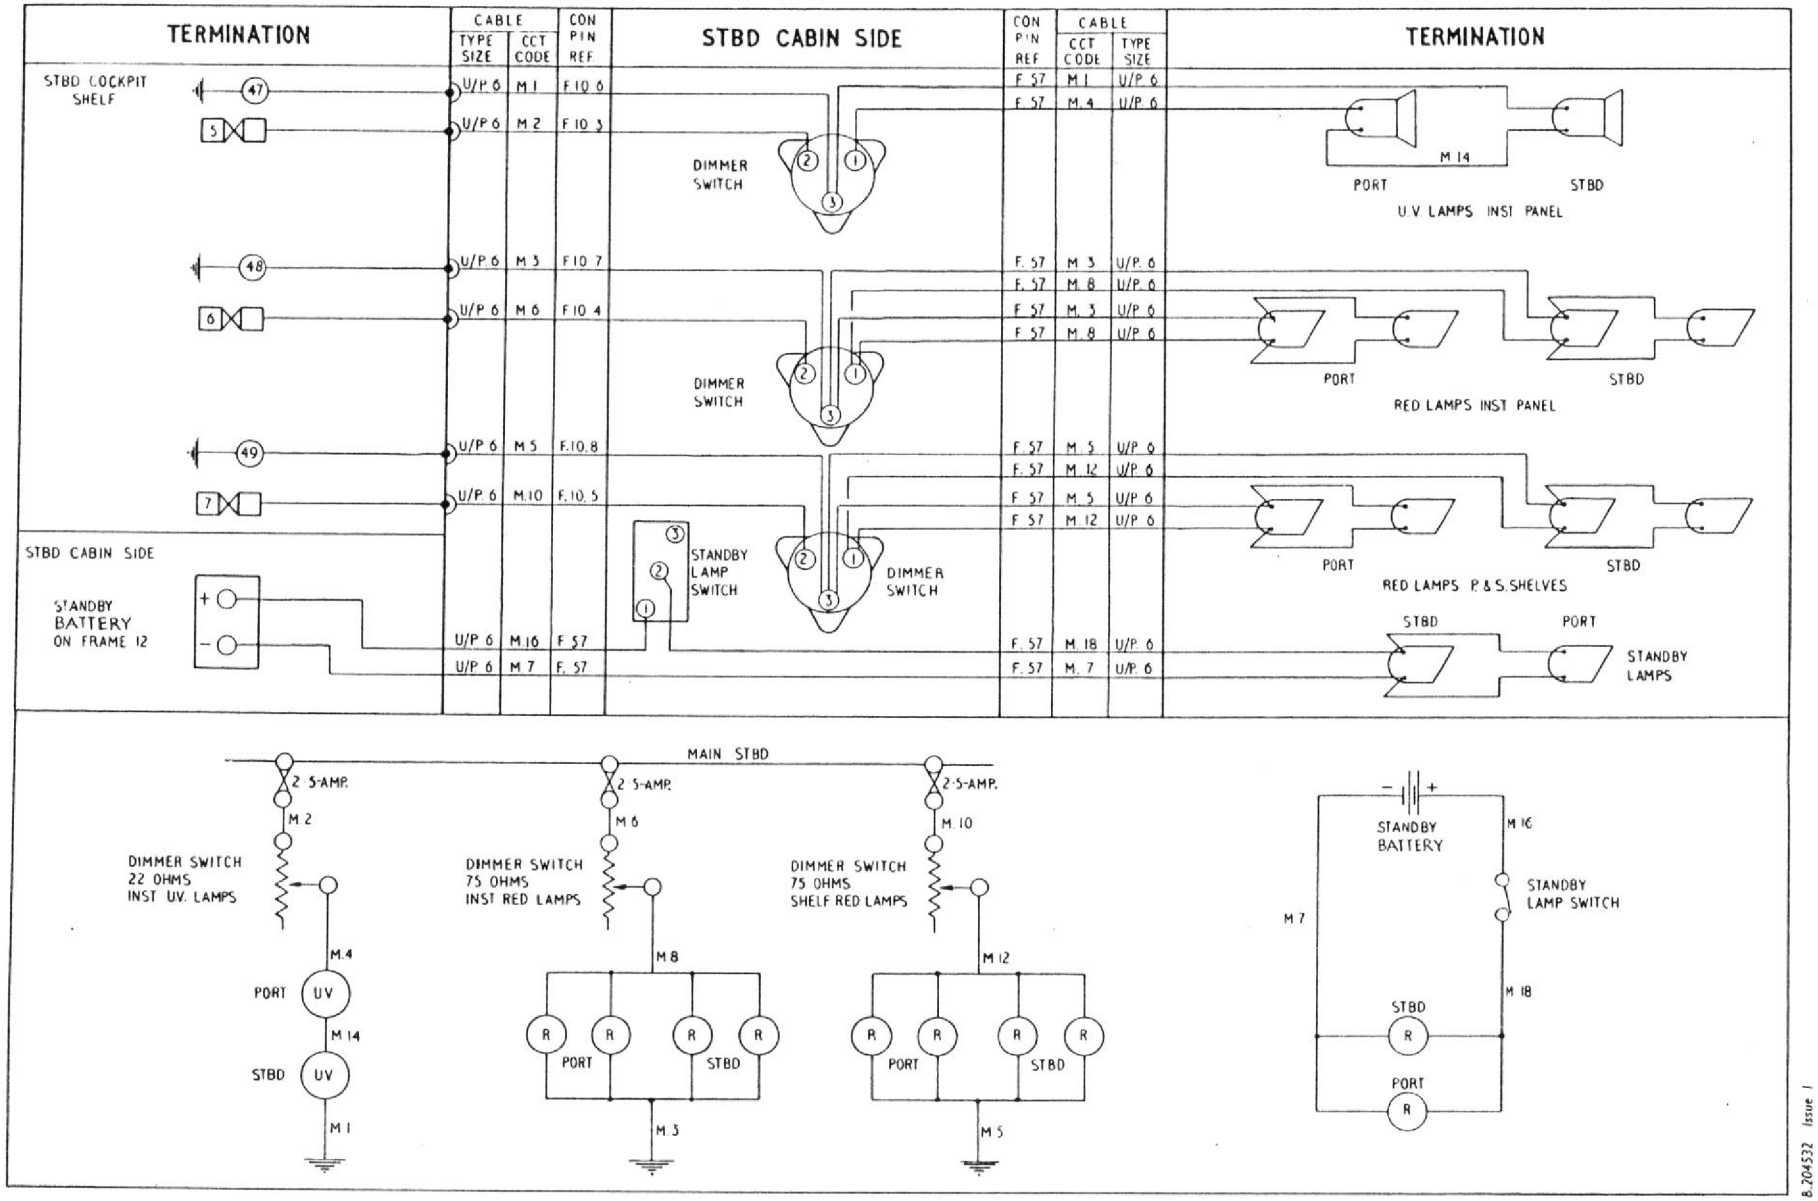

Fig. 1. Cabin lighting (routing and theoretical)
2. The cabin lighting installation consists of four separately controlled circuits supplying lamps to illuminate the instrument panels, and cabin shelves. The following paragraphs describe each of these circuits in turn. Routing and theoretical diagrams of the circuits are given in fig. 1.
7. The operation of the circuits should be obvious once reference is made to the theoretical diagrams, given in fig. 1.